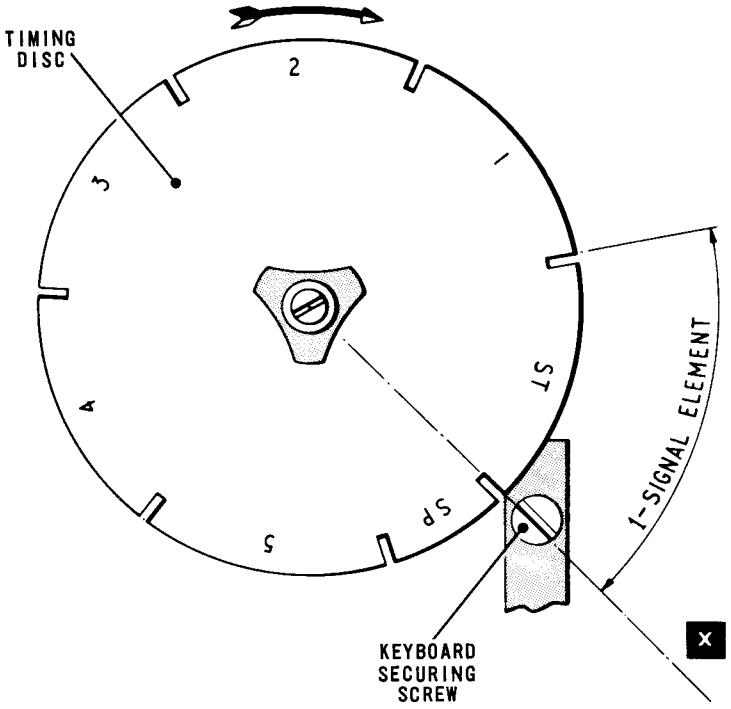

Fig. 4.66 TRANSMITTER TIMING DISC, TA 1316
83.2 Remove the keyboard and refit the right-hand keyboard securing screw, Fig.4.66. Position the screw so that its slot is in line with the centre of the translator camshaft.
83.6 Position the timing disc, Fig.4.66, so that the beginning of the Start signal is in line with the left-hand edge of the slot in the keyboard securing screw, i.e. datum line 'X', as shown in the figure.
83.16 Position the timing disc, Fig.4.66, so that the beginning of the Stop signal is in line with the left-hand edge of the slot in the keyboard fixing screw, i.e. datum line 'X', as shown in the figure.
83.19 Return the machine to the rest position and again set up the Letters code (MMMMM) on the pins. Transfer the continuity tester to the Start contacts (2nd from the rear). Turn the machine slowly by hand until the Start contacts just close, and position the timing disc, Fig.4.66, so that the beginning of the Start signal is in line with the datum line 'X'.